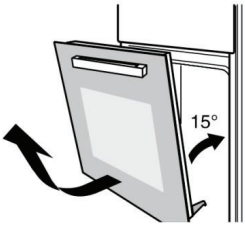

Рисунок 2
2. Закройте дверцу примерно до угла 15 градусов, затем поднимите дверцу и аккуратно извлеките ее из духовки (см. рисунок 2).